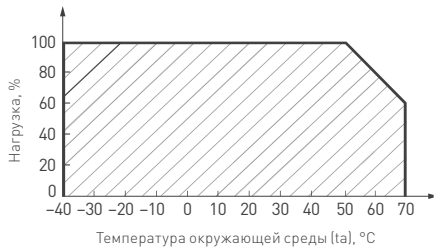

Рис. 2. Максимальная допустимая нагрузка, % от мощности источника
- температура окружающего воздуха от –40 до +70 °С, см. график зависимости максимально допустимой нагрузки на блок питания от температуры окружающий среды на рис. 2;
4.4. Не нагружайте источник питания более чем на 80% от его максимальной мощности. Учитывайте, что с повышением температуры окружающей среды максимальная мощность источника питания снижается, см. график зависимости максимальной допустимой нагрузки на источник питания от температуры окружающий среды на рис.2.